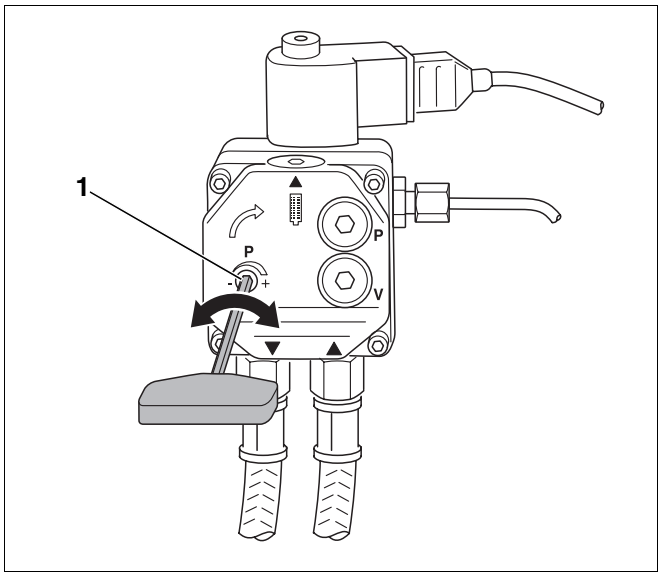

Fig. 16 Regolare la pressione – pompa gasolio Danfoss
Se girate la vite di regolazione della pressione (fig. 16, **pos. 1**) anche minimamente, variate la pressione della pompa del gasolio e di conseguenza il tenore di CO_2.